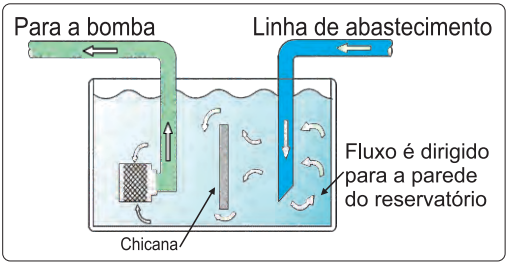

Figura 3
8.13 O ponto de captação de água para a bomba deve ficar o mais afastado possível da tubulação de abastecimento do reservatório, evitando assim, a sucção de bolhas de ar. Não havendo essa possibilidade, pode-se instalar chicanas no reservatório (ver figura 3).